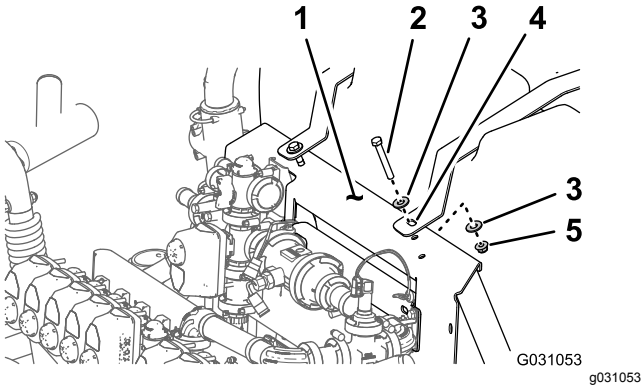

Figur 102
A. Ret hullet i skylletankens rem ind med hullet i manifoldbeslaget (Figur 102).
B. Monter remmen på beslaget (Figur 102) med de 2 bolte (3/8 x 2-3/4 tommer), 4 spændeskiver (3/8 tomme) og 2 flangelåsemøtrikker (3/8 tomme), du fjernede i trin 5C i Forberedelse af sprøjtetanken og den valgfri skylletank (side 6).
C. Stram bolten og låsemøtrikken med håndkraft (Figur 102).